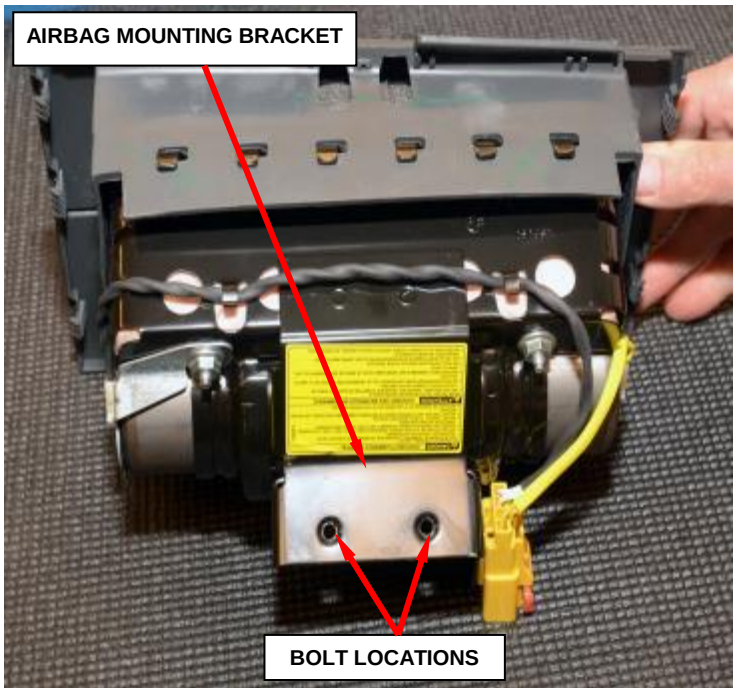
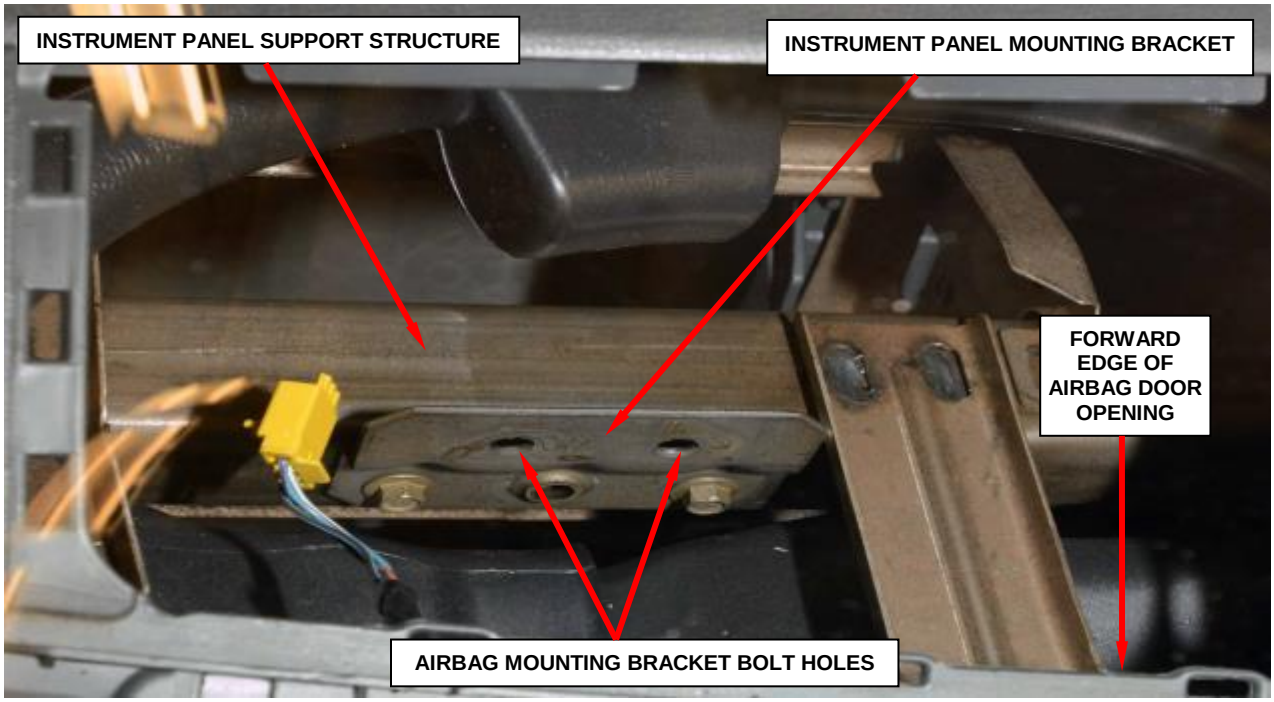

**Figure 59 – Passenger Airbag Mounting Bracket**
**Figure 60 – Instrument Panel Mounting Bracket Viewed through Windshield and Airbag Door Opening**
3. Reach up into the instrument panel glove box opening and through the access holes to remove and save the two bolts that secure the passenger airbag bracket to the instrument panel support structure (Figure 59) (Figure 60).
11. Reach into the glove box opening to install and tighten the two bolts that secure the passenger airbag mounting bracket to the instrument panel support structure through the access holes. Tighten the screws to 55 in. lbs. (6 N·m) (Figure 59) (Figure 60).